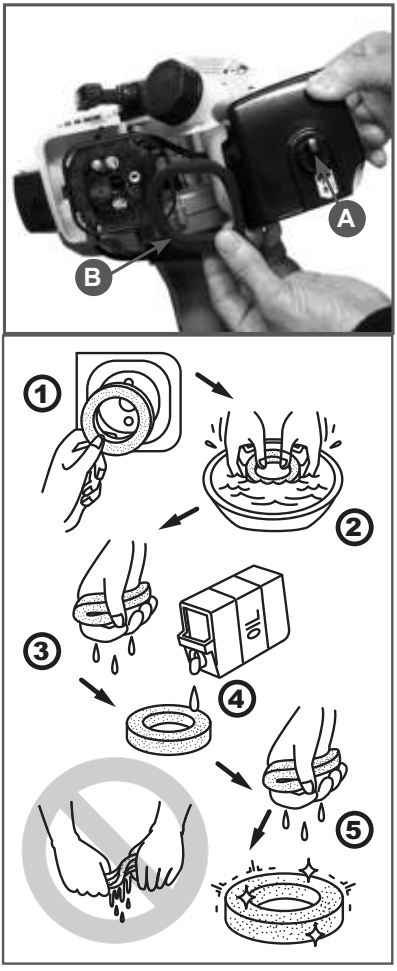

Рис. 13 Обслуживание воздушного фильтра
1. Открутите винт барашковый A (Рис. 13) и снимите крышку воздушного фильтра.
2. Извлеките из корпуса фильтрующий поролоновый элемент B (Рис. 13).